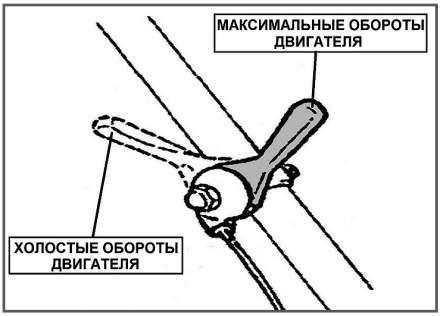

Рис. 9 Положения рычага газа
4. Переведите рычаг газа на 1/3 хода в сторону положения максимальных оборотов двигателя (Рис. 9).